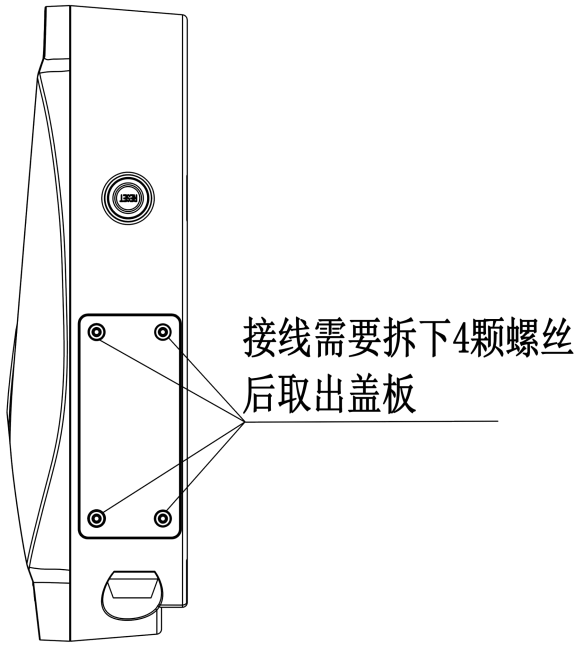

图 7
7、安装接线分明，严格按照充电桩机内接线图的线序要求安装，接线前需先拆下主机侧面接线盖板的四颗螺丝，取下接线盖板进行接线，如图 7。